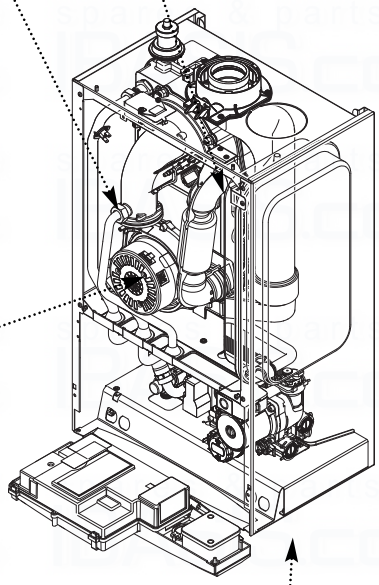

Fig. 75
14. Turn the DHW isolation cock (Fig. 75) off and draw off from a hot tap.